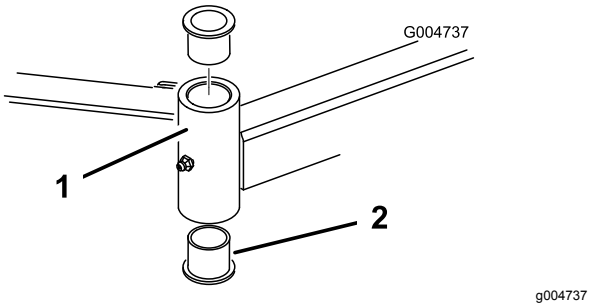

Figur 106
4. Skjut in ett pinndorn upptill eller nedtill i monteringsröret och skjut ut bussningen ur röret (Figur 106).